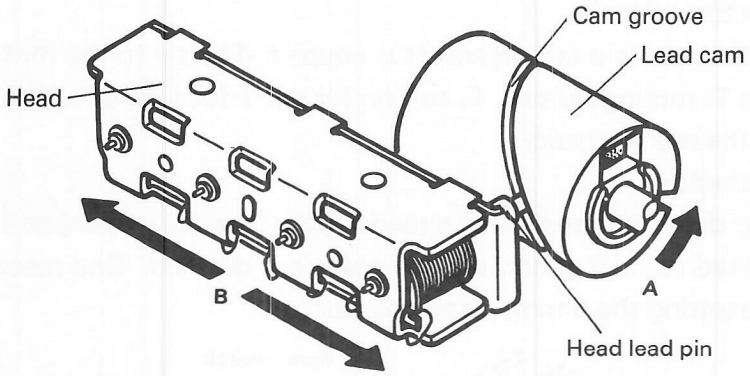

Fig. 3-46
① The lead cam has a groove (cam groove) formed as shown in Fig. 3-46 and a print head drive pin secured to one end of the print head is engaged in this cam groove. Rotation of the lead cam in direction A causes the print head drive pin to move along the cam groove and consequently the print head to reciprocate as shown by arrow B.